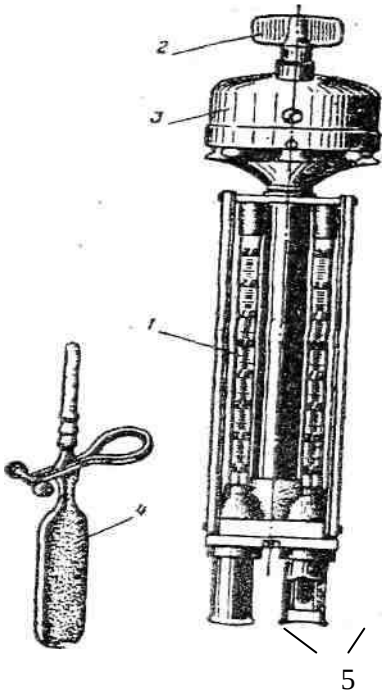

Рис. 1.1. Аспирационный психрометр Ассмана
Аспирационный психрометр (см. рис. 1.1) состоит из двух ртутных термометров (1), укрепленных в металлической оправе и заключенных в защитные металлические трубки, сообщающиеся общим воздуходувом с вентилятором, который находится в головке прибора (3). Через трубку (5) с равномерной скоростью под действием вентилятора протягивается исследуемый воздух.